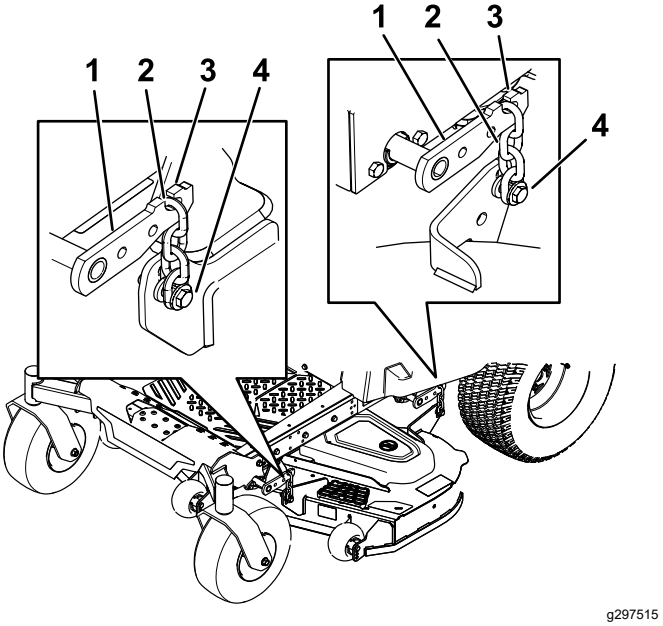

Figur 75
5. Løsne på justeringsboltene på alle fire hjørnene slik at klippeenheten sitter trygt på alle fire blokkene (Figur 75).
6. Sikre at det er spenning i alle fire kjedene (Figur 75).
7. Stram de fire justeringsboltene (Figur 75).